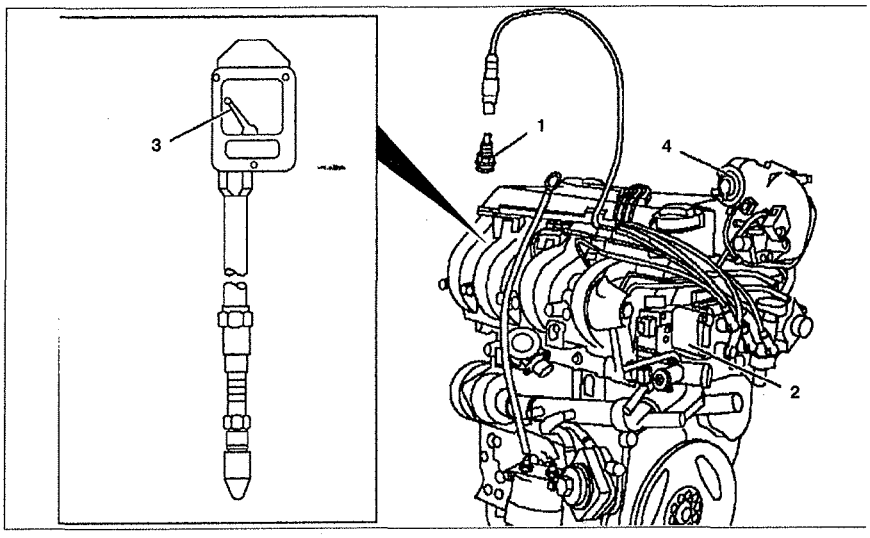

Рис. 3.53. Проверка компрессии двигателя:
2. Снимите свечу зажигания **1** (см.рис.3.53).